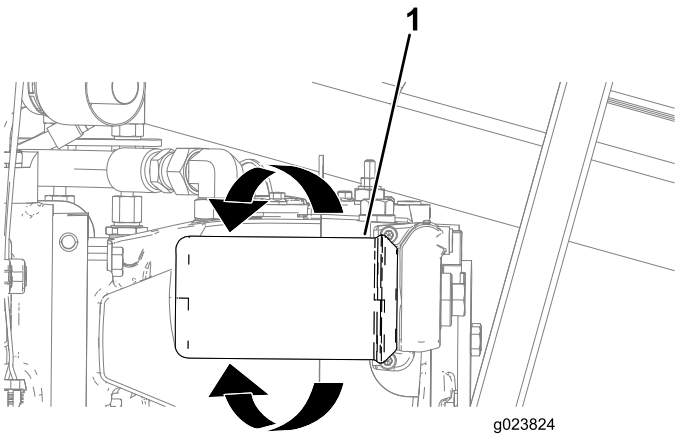

Figure 156
3. Placez un bac de vidange ou plusieurs chiffons sous le filtre de charge (Figure 156).
4. Tournez le filtre de charge dans le sens antihoraire et déposez-le (Figure 156).
6. Placez le filtre de charge devant son siège et tournez-le dans le sens horaire jusqu'à ce que le joint touche l'adaptateur (Figure 156).